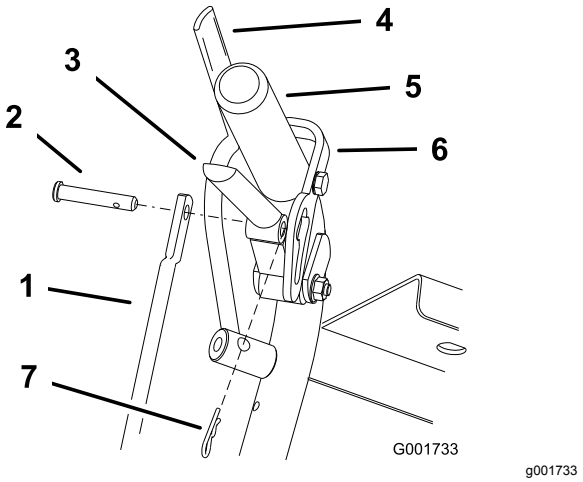
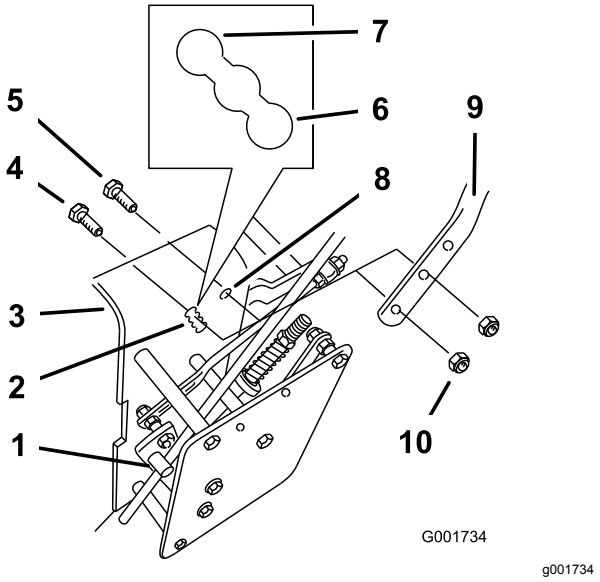

Figuur 18
Figuur 19
1. Verwijder de R-pennen en gaffelpennen uit de rijhendels en de neutrale vergrendelstanden (Figuur 18).
2. Draai de bovenste flensbouten (⅜" x 1¼") en de flensmoer los waarmee de handgreep aan het achterframe is bevestigd (Figuur 19).
3. Draai de onderste flensbouten (⅜" x 1") en de flensmoeren los waarmee de handgreep aan het achterframe is bevestigd (Figuur 19).
5. Pas de lengte van de bedieningsstang aan door deze in de fitting te draaien (Figuur 18 en Figuur 19).
6. Steek de R-pen tussen de rijhendels en vergrendelde neutraalstanden en in de gaffelpennen (Figuur 18).